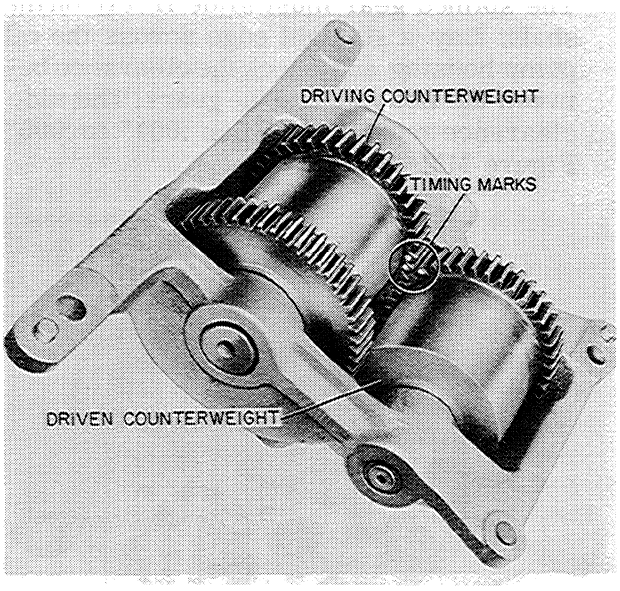

Figure MM-26
4. Before installing the idler shaft into the balancer housing and driven counterweight, it will be necessary to properly time the one counterweight to the other, Figure MM-26. The two counterweights have timing marks on the inside of the
gear teeth, Figure MM-26. By installing the proper punch marked teeth in mesh as illustrated in Figure MM-26, the weights will be properly timed.